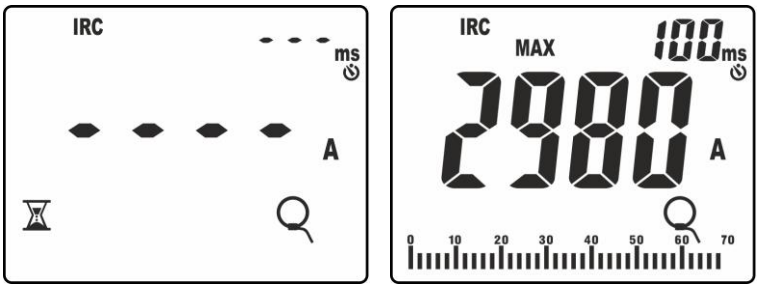

Fig. 41: Reconhecimento do evento corrente de pico
8. Premir o botão **GO/HOLD** para ativar a função. O instrumento coloca-se em espera do reconhecimento do evento (valor medido superior ao patamar fixo de disparo igual a **1%FS pinça: ex 30A para FS = 3000A**) mostrando o símbolo "" no display (ver Fig. 41 – parte esquerda)
9. Com o reconhecimento do evento **a medição pára automaticamente** e o instrumento apresenta no display principal o valor **Max RMS** calculado no tempo de avaliação de **100ms** (por defeito) indicado no display secundário (ver Fig. 41 – parte direita)